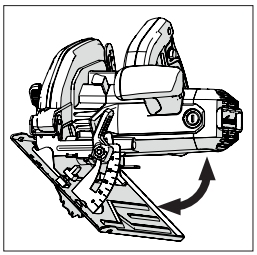

Fig. 14
- Incline la hoja con el ángulo requerido como se indica en la escala del transportador de ángulos del cuadrante. **(Fig. 14)**
(14) CONSEJOS DE USO (COMPROBACIONES ANTES DEL USO)